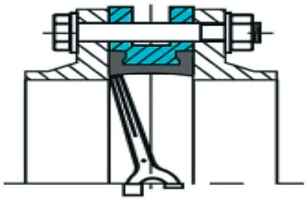

Рис. 1 (неправильно)
1. Использование фланцев с внутренним диаметром меньше номинального диаметра заслонки может привести к блокировке диска, что в свою очередь вызовет серьезное повреждение диска поворотного затвора (рис. 1).